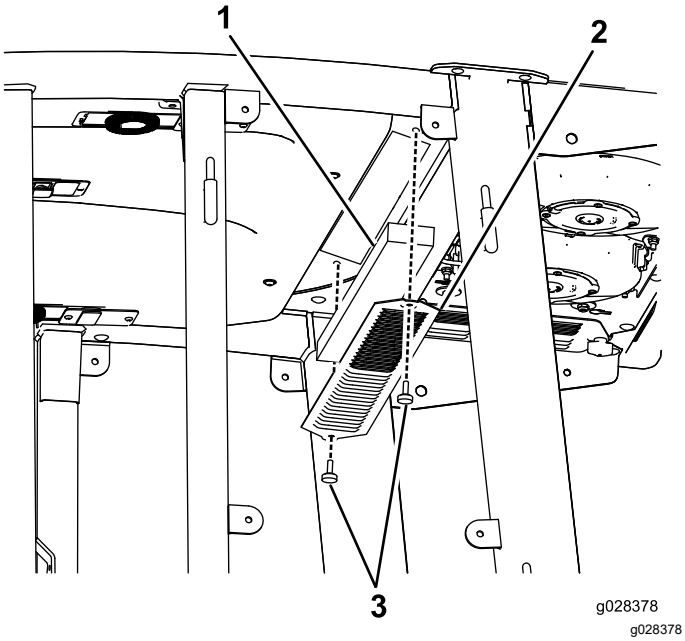
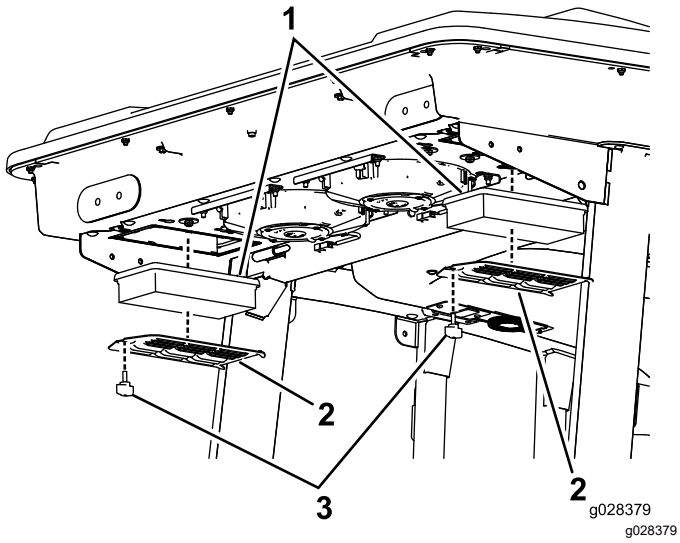
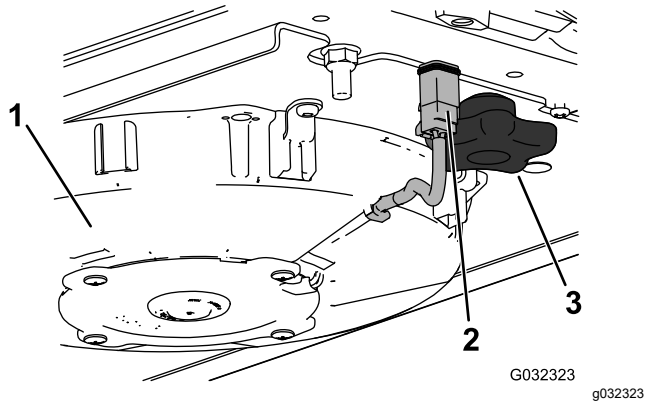
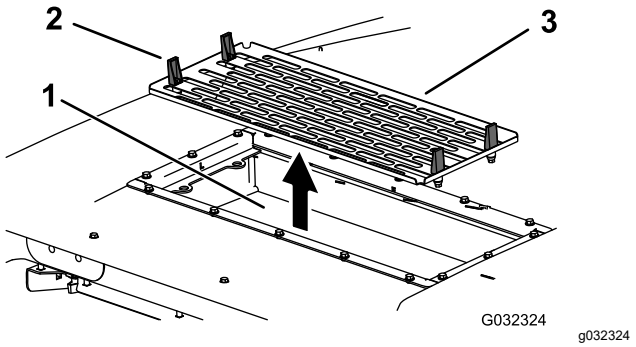

Figura 147
Figura 148
Figura 150
Figura 151
1. Retire los tornillos y las rejillas que cubren el filtro interior y el trasero de la cabina (Figura 147 y Figura 148).
4. Retire los filtros de aire (consulte Figura 148).
6. Instale los filtros de aire, la rejilla y el conjunto del ventilador (Figura 148, Figura 150 y Figura 151).
7. Conecte el cable de cada ventilador (Figura 150).